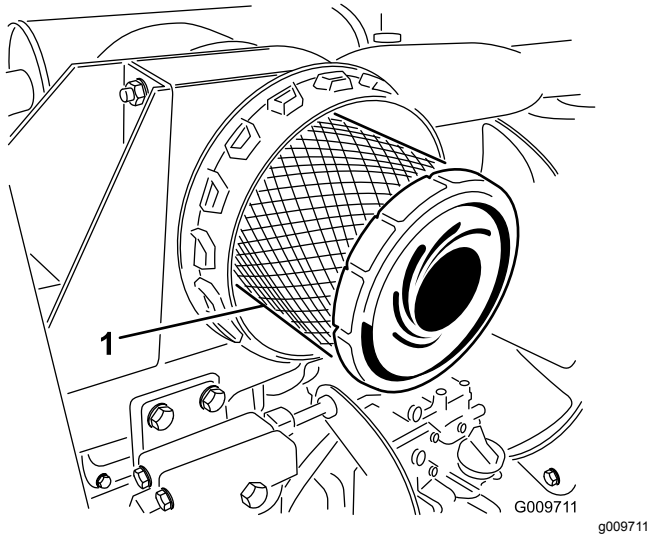

Rysunek 51
4. Wymień wkład filtra (Rysunek 51).